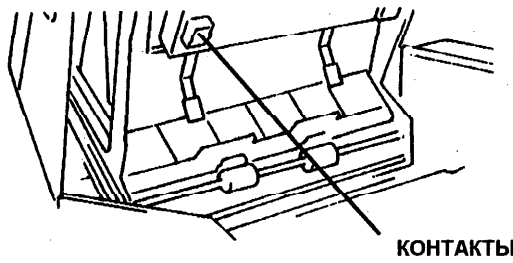

Рис. 11. Контакты лазера
d. Осмотрите или с помощью ватного тампона очистите контакты на нижней поверхности узла лазера (Рис. 11).